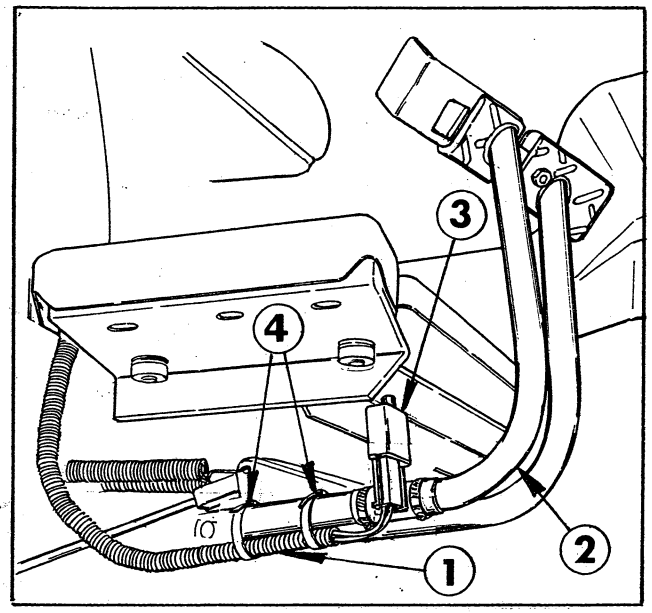

FIG. 5
7. Route the Brake Switch Wiring Harness from the Control Box, through hole in Tractor's floor plate, along the Brake Arm and connect it to the Brake Switch. See FIG. 5.